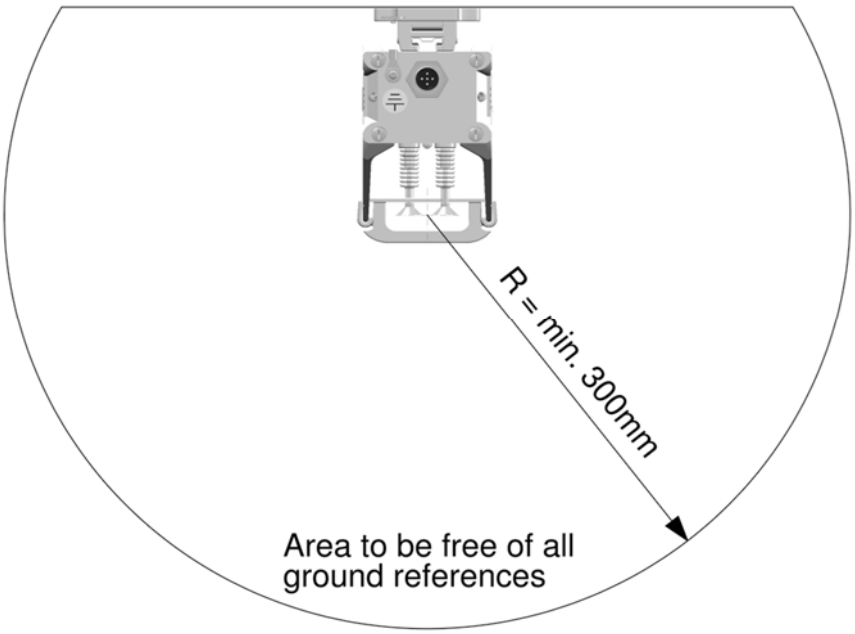

Figure 6
- **Pour les distances minimales, cf. Figure 6.**